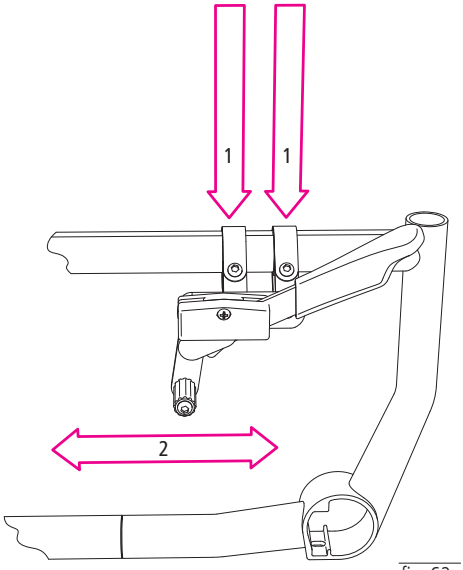

fig. 62
1. Allentare a tale scopo le due viti delle fascette che uniscono il supporto freno al telaio laterale (1, fig. 62).
2. Ora è possibile spostare il supporto freno fino a raggiungere la distanza desiderata (2, fig. 62).
3. Quindi stringere nuovamente le due viti (1, fig. 62).